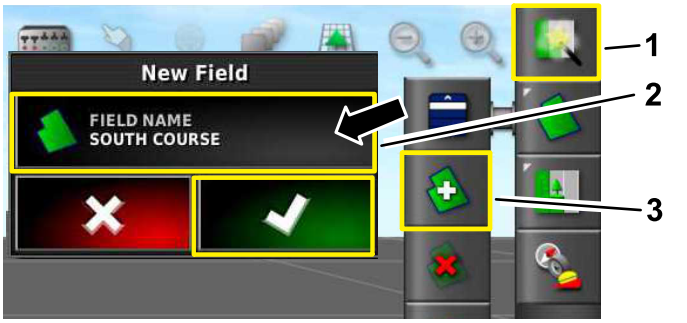

Figure 3
2. Sélectionnez la case de saisie de nom de champ, nommez le champ et confirmez (Figure 3).